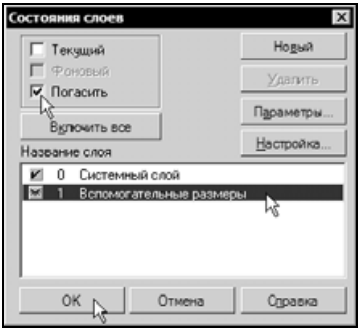

Рис. 3.46
- Теперь слой 1 можно погасить. Для этого щелкните на кнопке **Состояние слоев** на панели **Текущее состояние**. В диалоговом окне **Состояние слоев** сделайте текущей строку 1, включите флажок **Погасить** и нажмите кнопку **OK** (рис. 3.46).